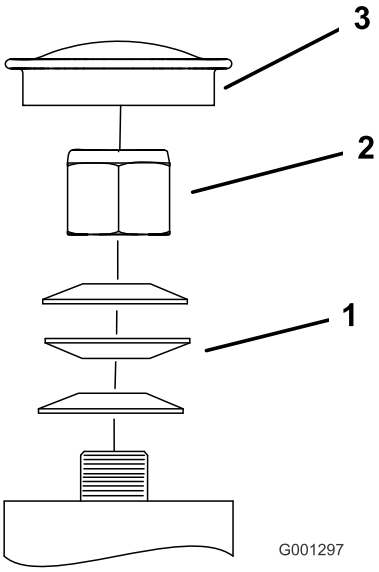

Figuur 55
3. Verwijder de stofkap van het zwenkwiel en draai de borgmoer aan (Figuur 55).
4. Draai de borgmoer aan totdat de veerringen vlak liggen, en draai deze vervolgens een 1/4 slag terug om de voorspanning op de lagers correct af te stellen (Figuur 55).
Belangrijk: De veerringen moeten op de juiste wijze worden gemonteerd zoals wordt getoond in Figuur 55.
5. Plaats de stofkap (Figuur 55).